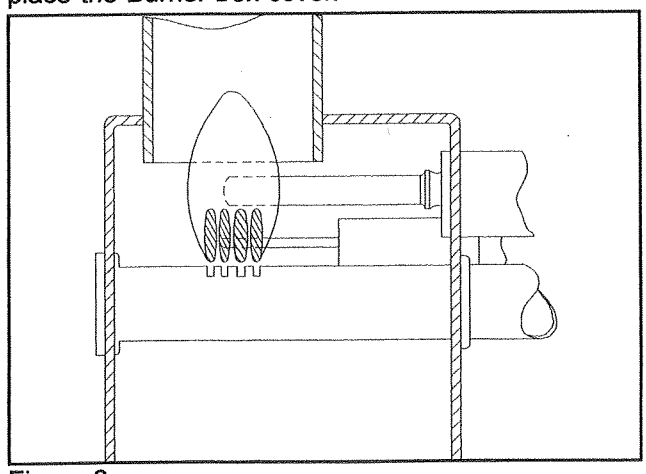

Figure 8
1. Open the lower vent door at the rear of the vehicle to gain access to the rear of the refrigerator. Open window on front side of Burner Box to view the burner shown in Figure 8.
2. Set the Energy Selector Switch (A) to the GAS position.
3. Set the Gas Control Selector (E) to the HIGH COOL position.
4. While pushing the Gas Control Selector switch (E) in, press the spark ignitor push-button (B) in, several times in rapid succession (A click should be heard each time it is depressed.). The burner should light; however, continue to hold the Gas Control Selector (E) in for another 15 seconds before releasing.
5. Verify that the flame remains lit by looking at the burner through the burner box window in Figure 8.
6. Adjust the Gas Control Selector (E) to the desired cooling setting. Close viewing window on Burner Box.
With the aid of a mirror (dental type mirror is best), observe the flame. The flame should be a sharp blue as indicated in Figure 8 with a stable burning appearance. If there is a constant yellow component observed or if the flame appears erratic and unstable, contact your dealer or Service Center. Also check the position of the flame; it should be centered into the flue tube without touching the inner wall of the tube. If adjustment is required, it must be done by an authorized dealer of Service Center. Be sure to replace the Burner Box cover.